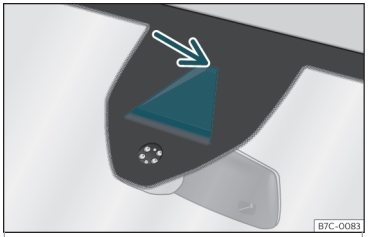

Fig. 222 En el parabrisas: área de campo visual del sistema de aviso de salida del carril.
- **Limpiar regularmente la zona de visión de la cámara y mantenerla limpia, sin nieve y sin hielo** **›› fig. 222**.